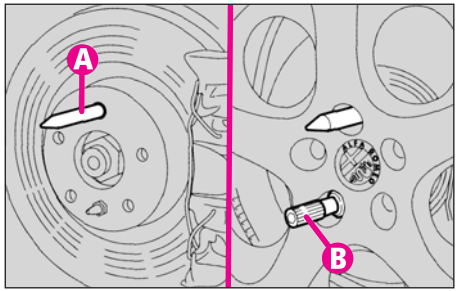

fig. 9
-strângeți bolțul filetant (**A-fig. 9**) într-unul din orificiile șuruburilor de fixare de pe butucul roții.
-îndepărtați bolțul (**A-fig. 9**) și strângeți și ultimul șurub de fixare.